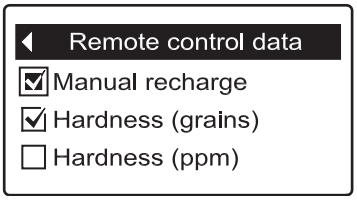

FIG. 117
4. Press the SELECT (○) button to display the Remote control data screen (See Figure 117).